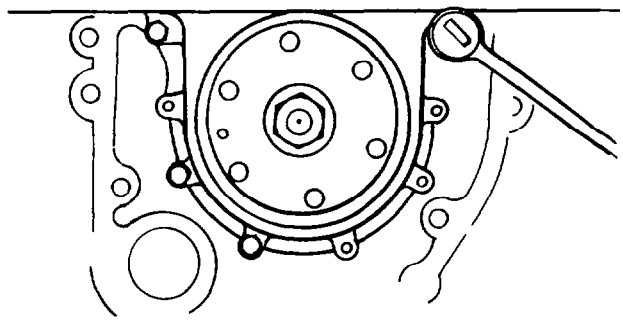

Fig. 71 — Aligning the Seal Housing
c. Install and hand tighten the retaining bolts; use a straight edge to align the flange on the housing to the sump rail. Torque the retaining bolts in a diagonal sequence to 18 Nm (13 lb.ft) (see fig. 71).